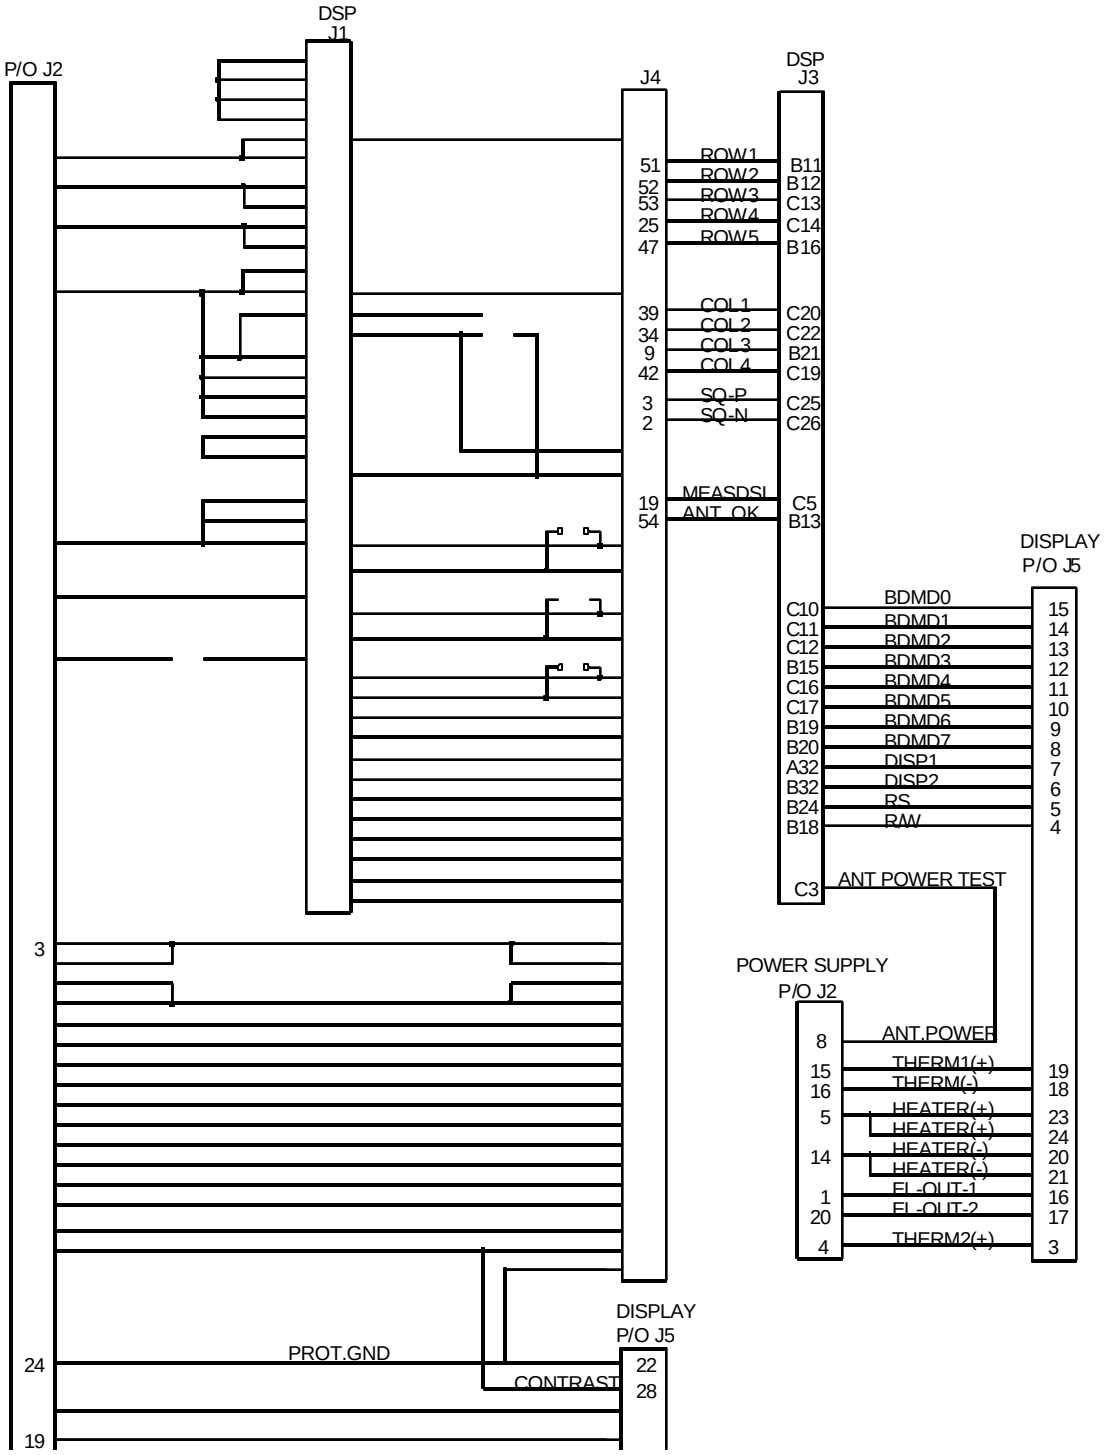

Figure 3-33. Motherboard CCA, P/N AY6706706-0, Schematic Diagram
d. Measure continuity between connector pins and CCA in accordance with Figure 3-33. Resistance should not exceed 0.5 ohm.